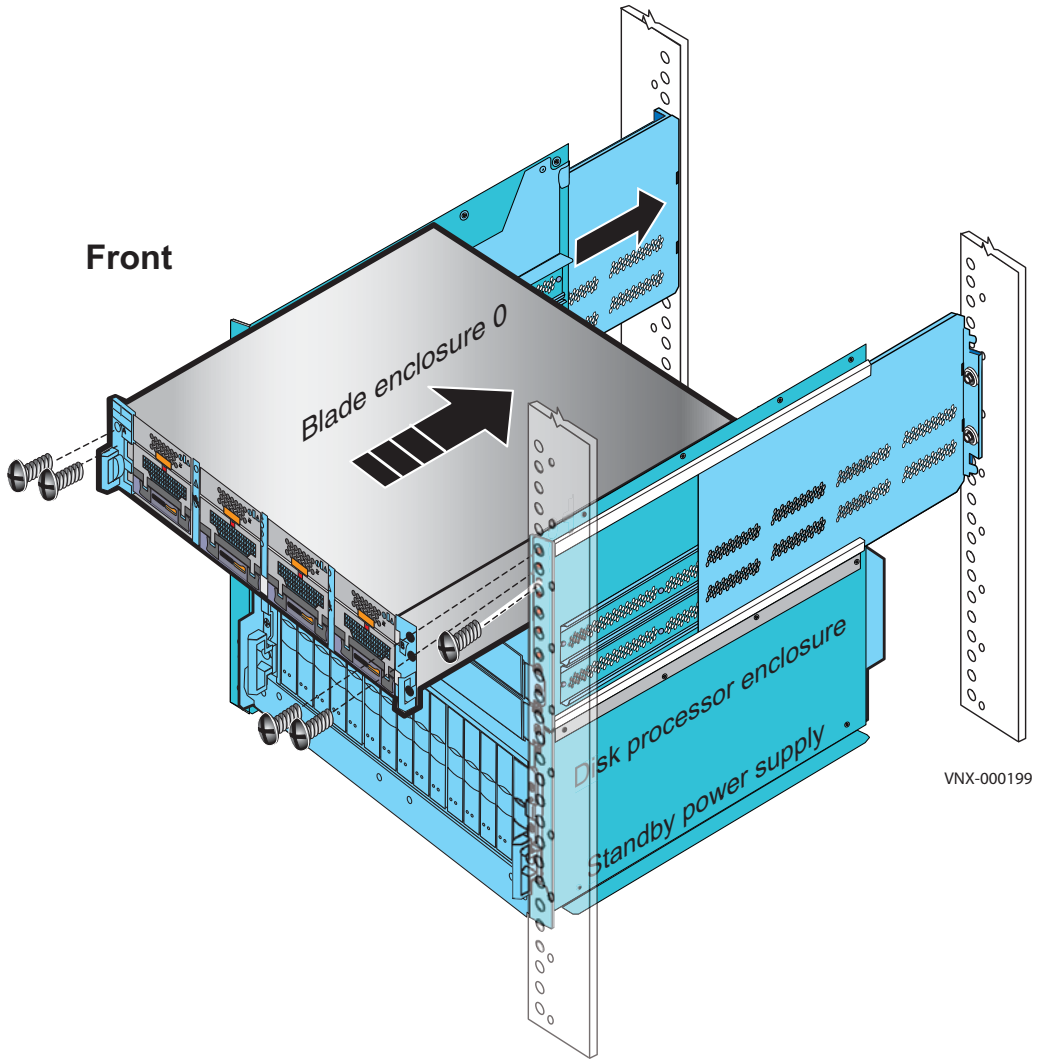

**Figure 12** Installing blade enclosure 0
1. Slide Blade Enclosure 0 above the Control Stations of the 8U ganged rails inserting the component into the tabs at the rear of the rails as shown in Figure 12.
2. Working in a diagonal pattern bottom left and top right, bottom right and top left, attach, but do not tighten, the component by inserting the four screws through the blade enclosure, the cabinet rail, and into the ganged rail as shown in Figure 12.